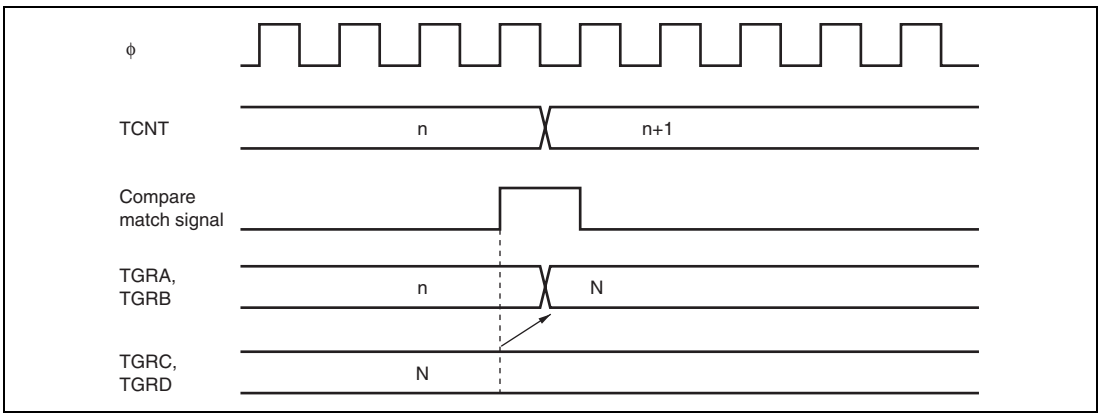

**Figure 10.36 Buffer Operation Timing (Compare Match)**
**Buffer Operation Timing:** Figures 10.36 and 10.37 show the timing in buffer operation.